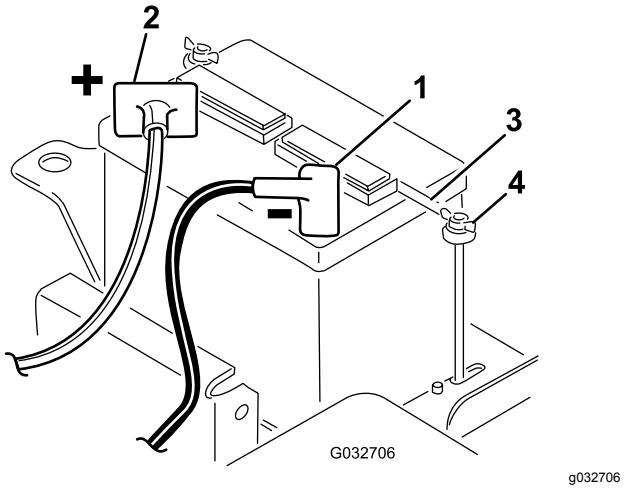

Figur 5
2. Koppla den positiva batterikabeln (röd) mellan startmotorns magnetspole och pluspolen (+) på batteriet (Figur 5). Fäst den med en vagnsskruv och en mutter. Kontrollera att kabeln går fri från sätet när det befinner sig i det bakre läget, annars kan kabeln slitas ut eller skadas.
5. Montera batteriklämman och brickorna, och fäst dem med vingmuttrarna (Figur 5).